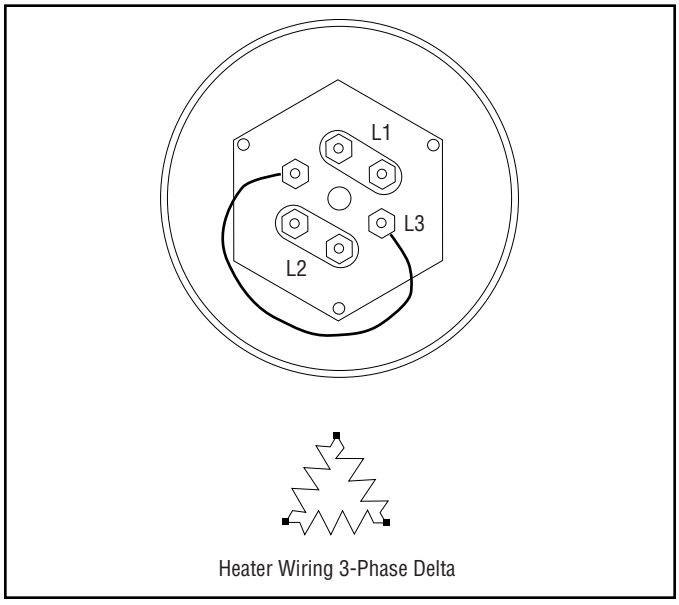

Figure 3 - Jumper for 3PH Delta wired heater
- **f.** If step 1b was performed above, install the delta jumper from the wire kit per Figure 3 (use one set of nut and washer from step 2b for each terminal). Do not torque nuts at this time, since one will be removed in the next step. Ensure the metal connection on the jumper wire points away from the electrical terminals.